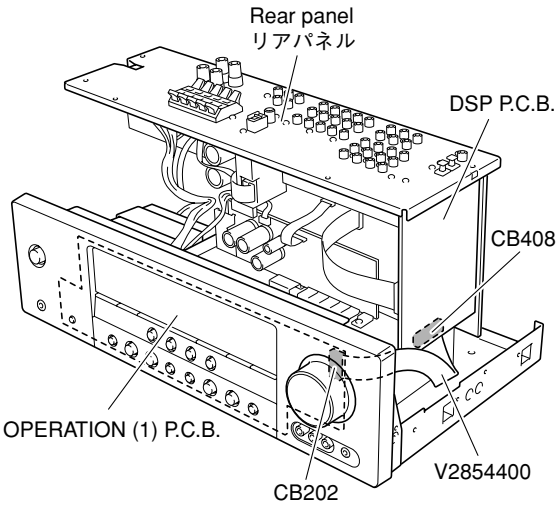

Fig. 6
• Be sure to use the extension cable for servicing for the following section. (Fig. 6)
・ 次の区間は、サービス用延長ケーブルを使用してください。(Fig. 6)